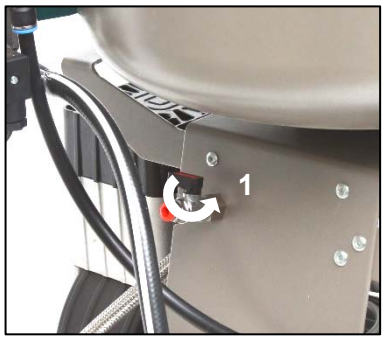

Fig. 14
L'arrêt du compresseur pour entretien ou pour toute autre raison s'effectue à partir du commutateur d'alternance (1) en tournant le sélecteur (2) sur la position « 0 » et **en débranchant la fiche secteur de la prise**. Cette opération permet de mettre le compresseur hors tension. Ouvrez ensuite la soupape de vidange (Fig. 14) pour ramener la pression du réservoir d'air à zéro.
Compresseurs (Fig. 14)
En cas de non-utilisation prolongée du compresseur, vidangez tout le condensat du réservoir d'air. Ensuite, mettez le compresseur en marche pendant 10 secondes, en laissant la soupape de vidange ouverte (1) (Fig. 14). Arrêtez le compresseur à l'aide du commutateur (2) du pressostat(1) (Fig. 13), puis fermez la soupape de vidange et débranchez l'appareil du secteur.
- Évacuez la pression d'air du réservoir en ouvrant la soupape de vidange (1) (Fig. 14).